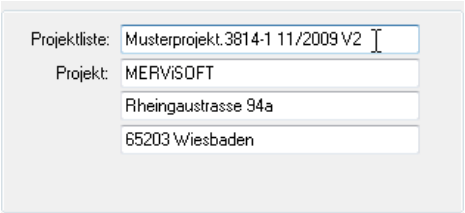

Bild 16.32 – Die Kopie erhält einen eindeutigen Namen.
- Geben Sie der Kopie zunächst einen neuen Namen (Abb. 16.32).